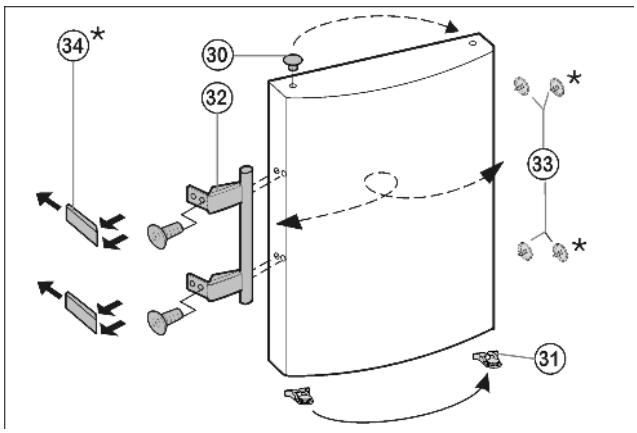

Fig. 8
- ▶ Enlever le bouchon *Fig. 8 (33)* du coussinet de la porte et le mettre de l'autre côté.
- ▶ Démonter la poignée de porte *Fig. 8 (32)*, le bouchon *Fig. 8 (33)* et les plaques d'appui *Fig. 8 (34)* puis les repositionner sur le côté opposé.